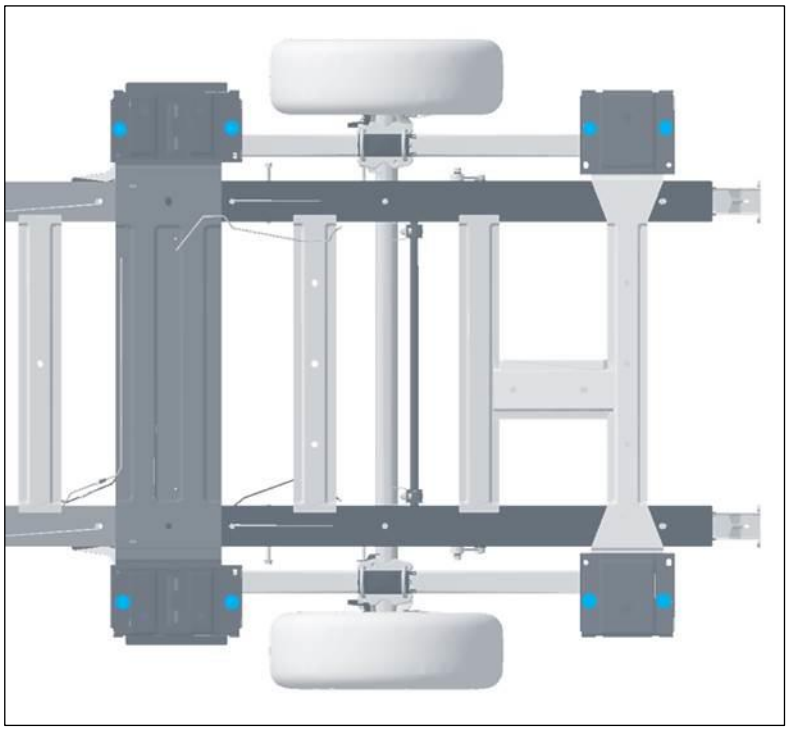

Fig. 7 Châssis à cadre plat Crafter - Points de vissage autorisés (schéma de principe de la surface du cadre)
- En cas d'assemblage vissé supplémentaire sur les supports de ressort à lames, utiliser uniquement les trous extérieurs. (Voir Fig. 7 Points de vissage autorisés)